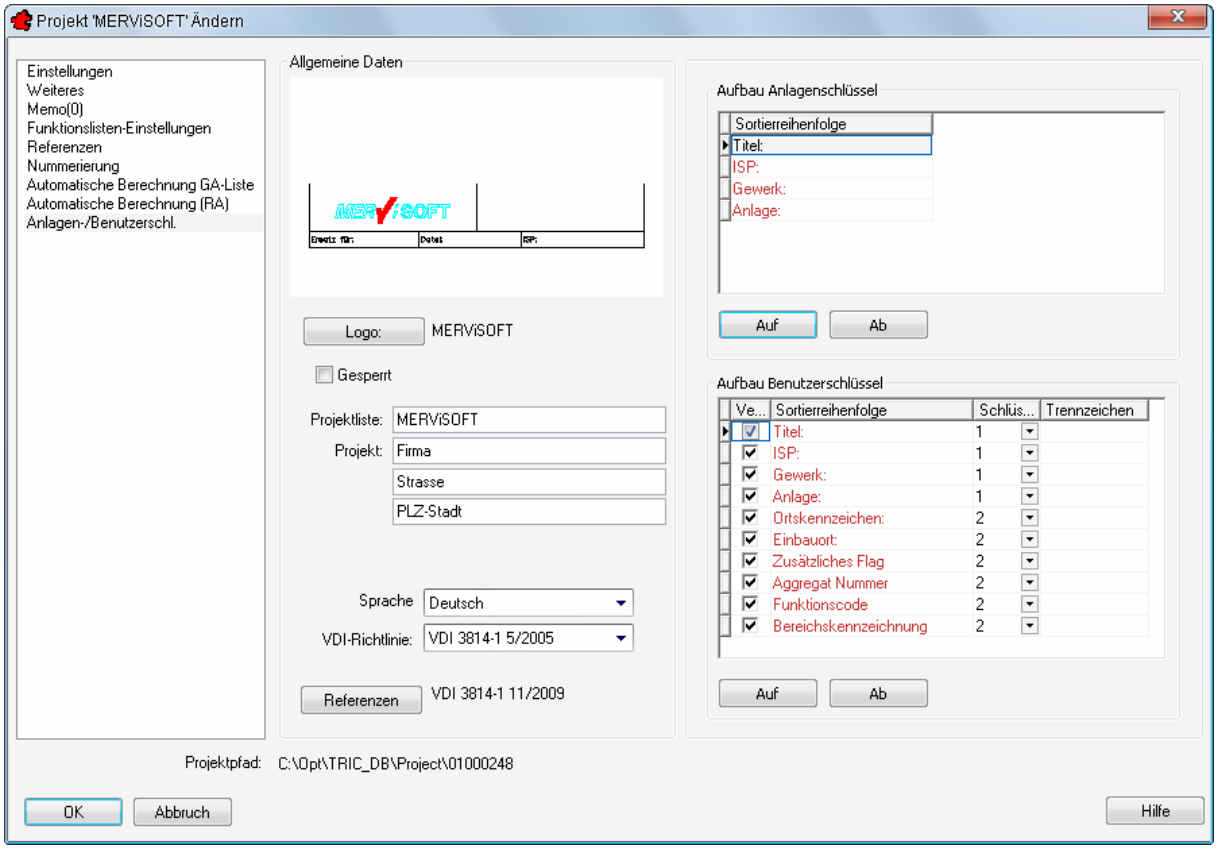

Bild 4.4 – Benutzerschlüssel
- Anlagen Benutzerschlüssel = Benutzerschlüssel (Abb. 4.4)